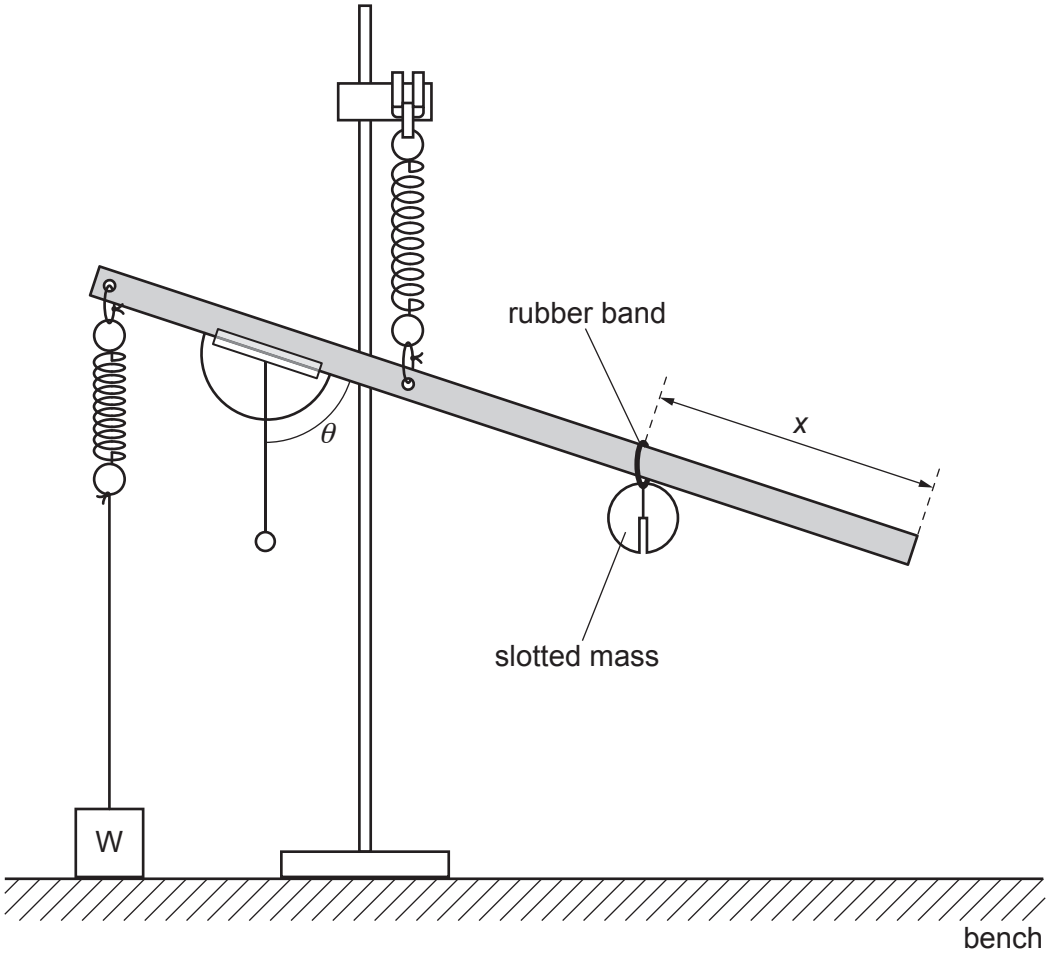

Fig. 1.2
- Slide the rubber band and slotted mass onto the rule so that the rubber band is approximately 30 cm from the end of the rule. The rule will tilt down, as shown in Fig. 1.2.
- The distance between the rubber band and the end of the rule is x, as shown in Fig. 1.2.
- The angle indicated by the plumb-line on the protractor scale is θ, as shown in Fig. 1.2.